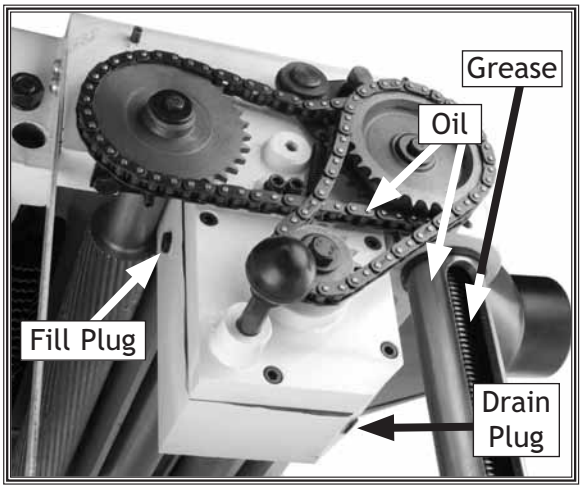

Figure 22. Gear box lubrication.
- **Gear Box**: Drain the gear box after the first 20 hours of operation. **Figure 22** shows the gear box drain and fill plugs. Refill with 80-90W gear oil. The oil level should reach the top of the filler plug port. After the initial change, inspect fluid levels periodically and change yearly. *If your planer receives heavy use, change the gear oil more frequently.*